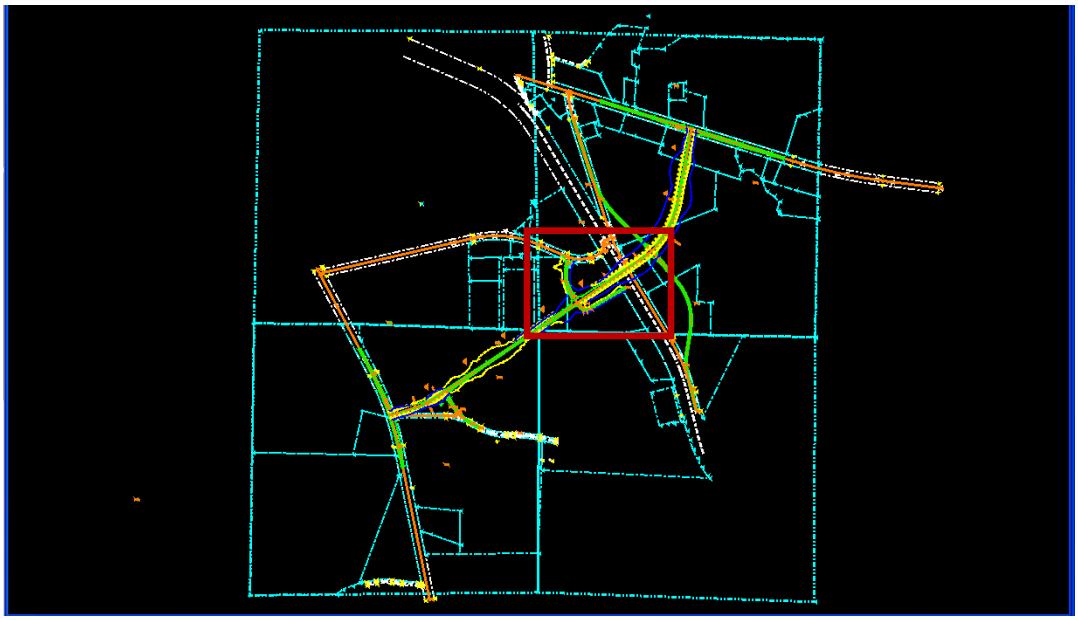
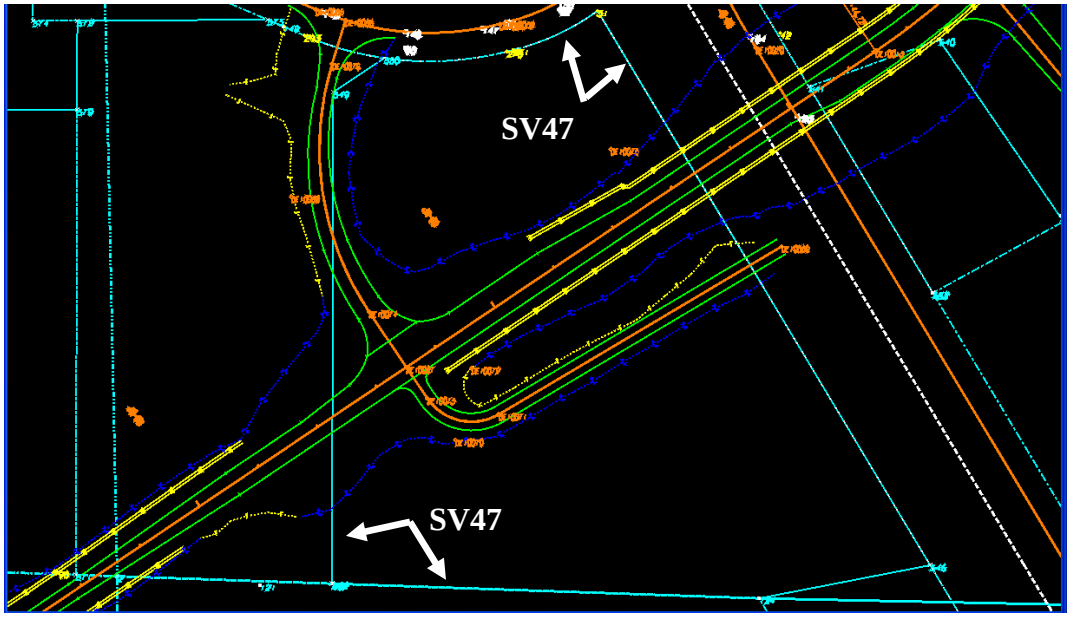

Figure L12-4 MicroStation View
Figure L12-5 MicroStation View
17.	**Zoom to Property Alignment SV47 in MicroStation.** • In MicroStation, select the **Window Area** icon ( ) and window area as shown outlined by a Red Square in *Figure L12-4* • Verify your view matches that shown in *Figure L12-5*.